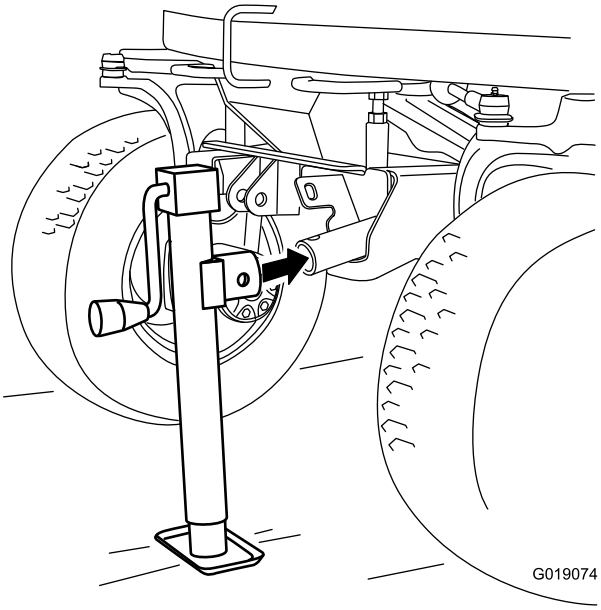

Figura 6
2. Installate il mozzo del cavalletto su quello della staffa del cavalletto stesso (Figura 6).